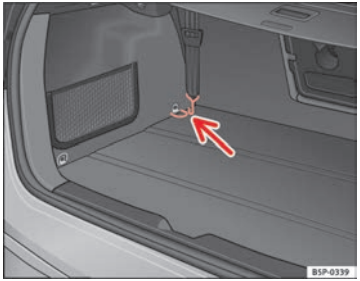

Fig. 127 Anchor rings for the separation net
– Hook the belts into the front anchor rings to tense the net ⇒ fig. 127. ■